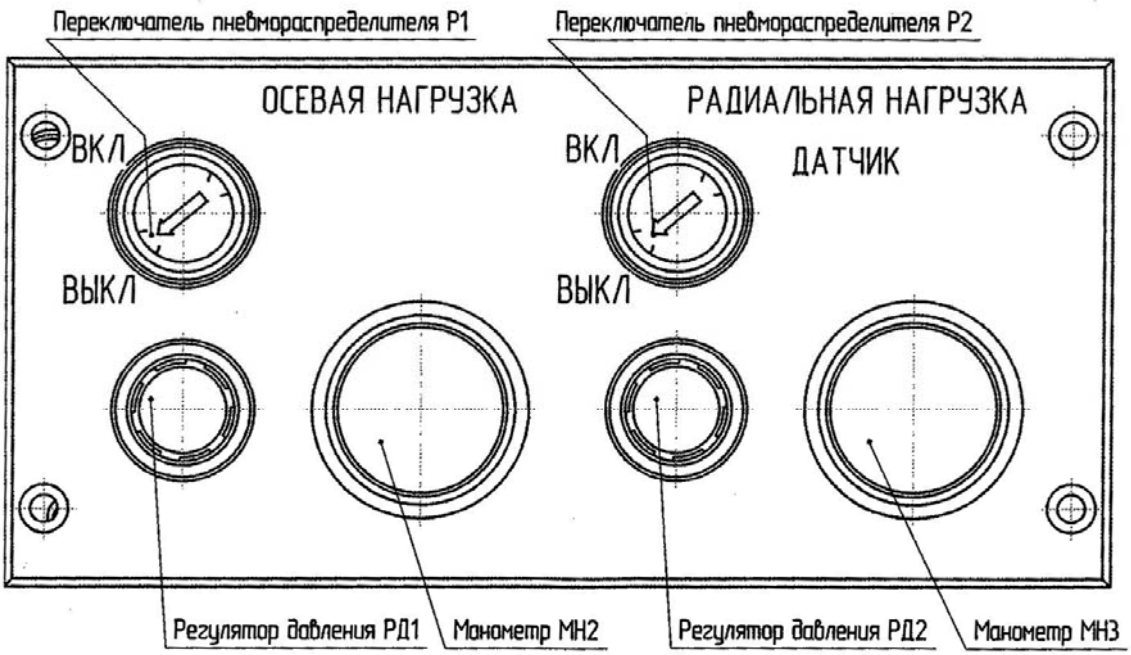

Рис.9 – Пульт управления
Маркировка наносится в виде металлического шильда на измерительный блок (Рис.9) с указанием артикула и заводского номера, который вписывается в паспорт изделия при поставке вместе с датой сборки и упаковки комплекта.
10.2 Перемещение стенда в пределах цеха с помощью крана выполняется в соответствии с рис. 9, с использованием прутков диаметром 25 -28 мм и длиной 800 мм, устанавливаемых в круглые окна в станине.